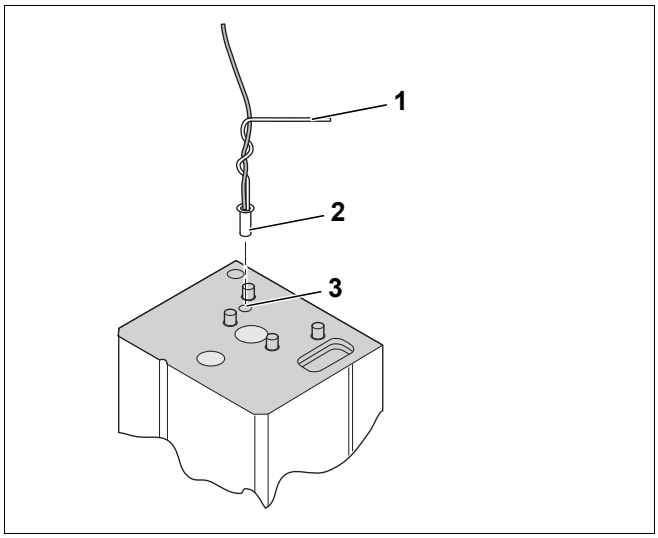

Рис. 12 Установка датчика горячей воды
- Закрепите датчик (рис. 12, [2]) с проводом на направляющей проволоке (рис. 12, [1]).
- Вставьте датчик с проволокой в погружную гильзу (рис. 12, [3]).